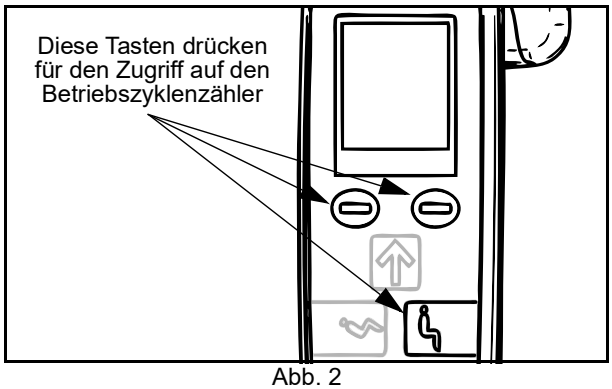

Abb. 2
2. Auf der Handbedienung die beiden Tasten direkt unterhalb des Displays gleichzeitig drücken, sowie die Taste „DPS Sitzposition“ (siehe Abb. 2). Die Tasten gedrückt halten und das Gerät mit dem Ein-/Ausschalter einschalten. Die Tasten weitere 3 Sekunden gedrückt halten, oder bis drei Signaltöne zu hören sind.